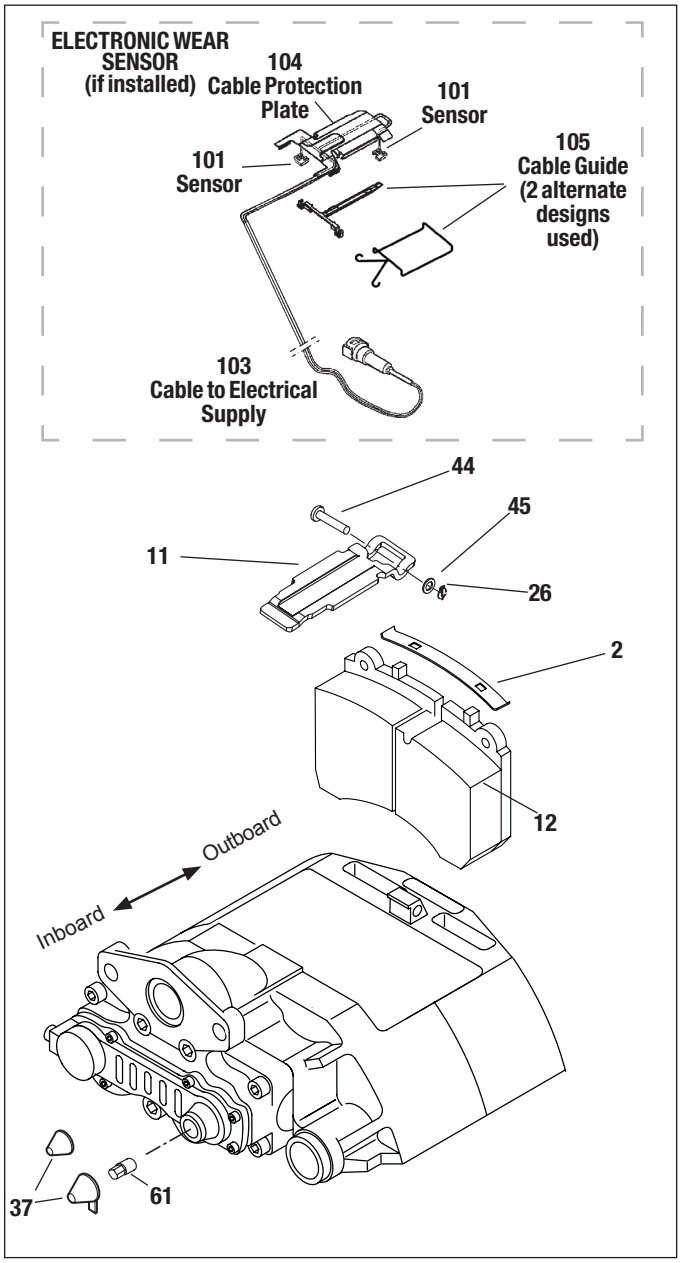

Figure 33 – Pad Replacement
5.2.3 If the air disc brake is equipped with an electronic wear sensor indicator *(see top of Figure 33)*, remove and retain the mounting hardware for the cable protection plate. The cable protection plate can then be set aside while servicing the pads. Note the position of the sensors in the brake pad channels, and carefully remove them. In most cases you do not need to release the cable connector in order to move the sensors away from the pad installation work area. Inspect the wear sensors – replace if damaged or abraded.